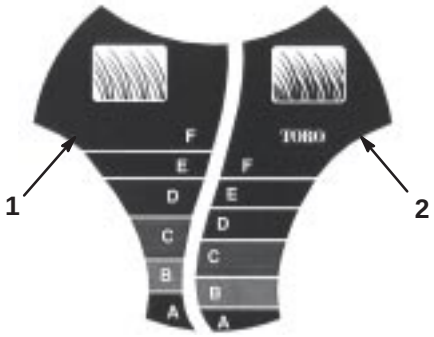

Bild 13
Das *SmartWheel™* weist zwei Schnitthöhenskalen auf: *Dünn/Normal* und *Satt*—damit Sie bei jedem Rasenzustand immer das beste Ergebnis erzielen (Bild 13). Benutzen Sie die *Dünn/Normal*-Skala während der warmen Sommersaison für den Großteil Ihres Mähbedarfs. Die *Satt*-Skala dient ausschließlich starkem, nassem und sattem Graswuchs, den Sie am häufigsten im Frühjahr antreffen.
2. Bewegen Sie den Rasenmäher aufs Gras; Schieben Sie den Rasenmäher nicht mehr weiter, wenn das *SmartWheel*-Motiv an einem der Hinterräder aufrecht steht (Bild 13).